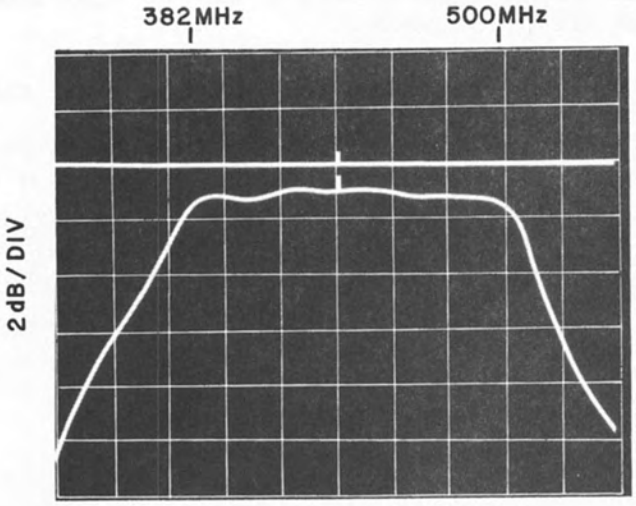

Figure 4-12A. 382-500 MHz Preselector, Typical Response
7. Refer to **Figure 4-12A** through **4-12D** for the typical responses for each of the High-Band Preselectors.